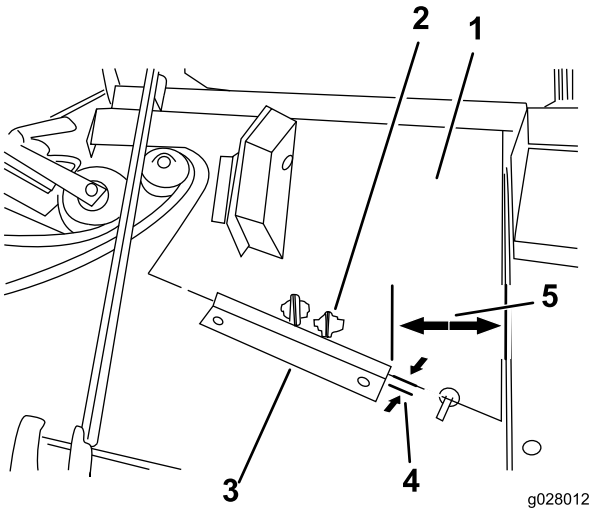

Figura 15
4. Utilizzando le dimensioni illustrate nella Figura 15, individuate la posizione di montaggio per la staffa a molla sull'elemento di taglio.
Nota: Assicuratevi di montare il contrappeso nell'aletta corretta della staffa a molla dell'elemento di taglio (Figura 15).